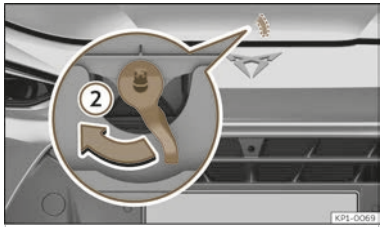

Fig. 225 Lever under the bonnet.
- To lift the bonnet, press towards the left on the lever located under the bonnet, in the centre ››› **Fig. 225** ②. The fastening hooks are unlocked.